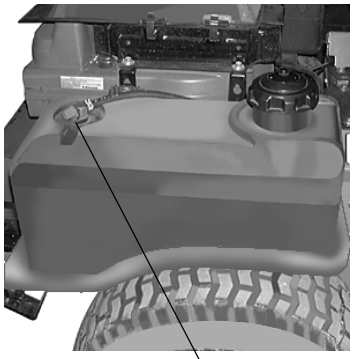

Figure. 4
7. **Fuel Shutoff Valve:** (See Figure 4.) Located on top of the fuel tank(s). When turned in a clockwise direction until it stops, it will shut off the flow of fuel to the engine. When turned in a counterclockwise direction it will open and allow fuel to flow to the engine. Close this valve if you are not going to run the mower for a period of 30 minutes or more to prevent flooding the engine.